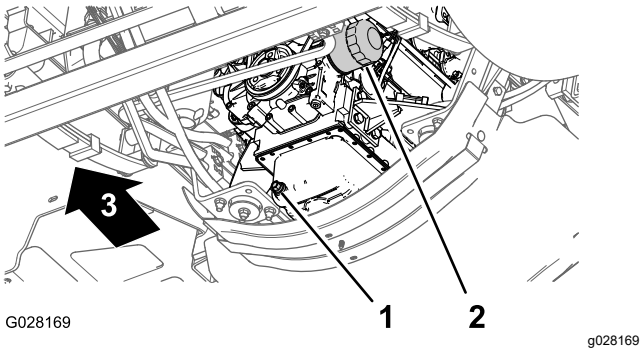

Figur 74
3. Placera ett avtappningskärl under motoroljefiltret (Figur 74).
4. Ta bort det gamla oljefiltret (Figur 74).
8. Montera oljefiltret i filteradaptern och vrid oljefiltret medurs tills dess att gummipackningen vidrör filteradaptern och skruva sedan åt filtret ytterligare ½ varv (Figur 74).
1. Rikta in ett kärl under avtappningspluggen (Figur 74).
2. Ta bort avtappningspluggen (Figur 74) och låt all olja rinna ut.